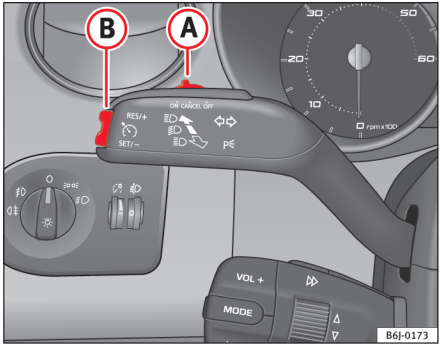

Fig. 111 Blink- og fjernlysarm: kontakt og vippeknap til fartpilot
– Skub kontakten ⇒ fig. 111 (A) mod venstre til positionen **ON**.